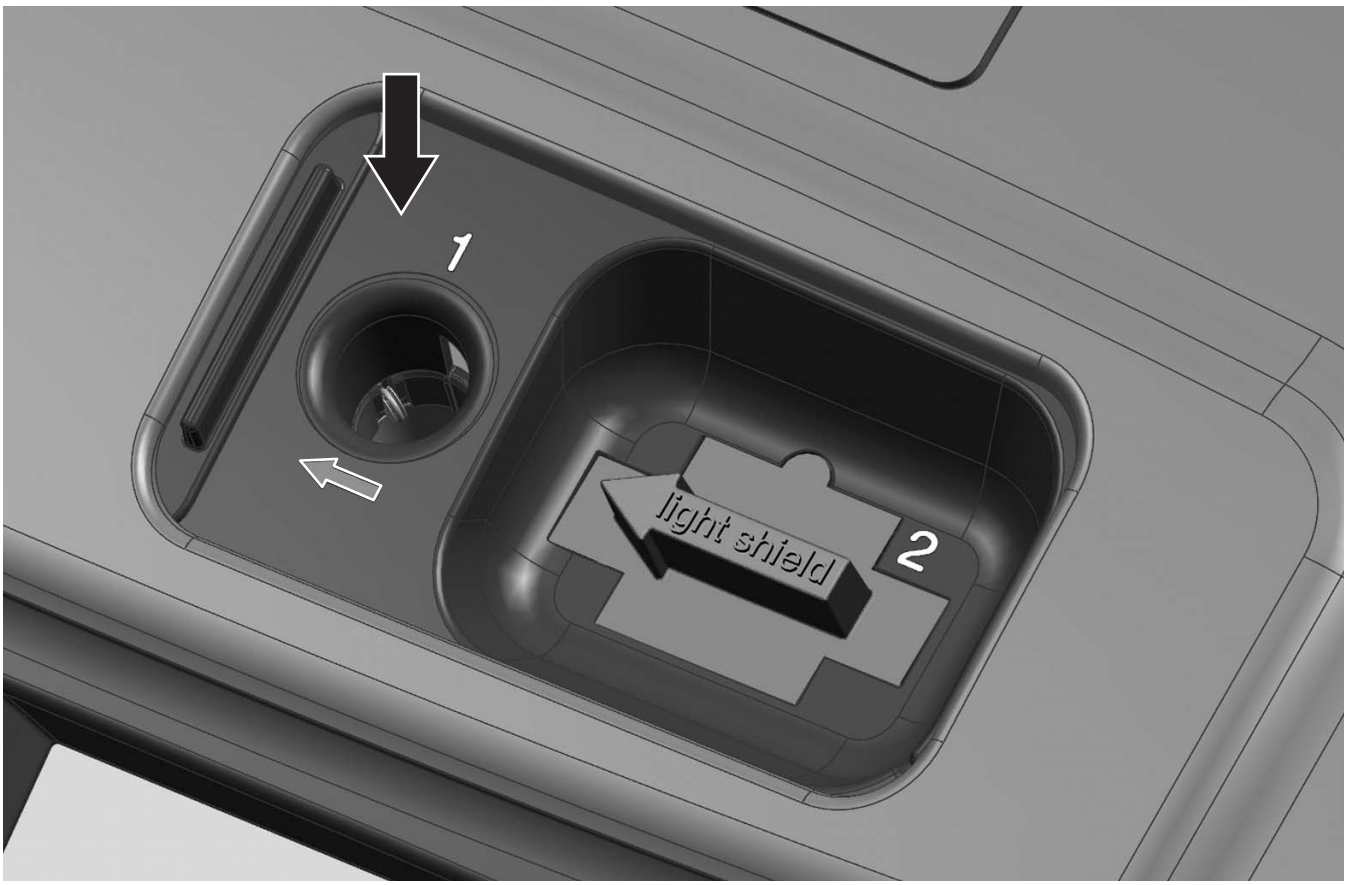

Figure 10 Compartiment pour cuves n° 1 pour cuves/fioles de 13 mm avec codes à barres
- Lorsqu'une cuve/cellule d'échantillon codée est placée dans le compartiment pour cuves n° 1 (Figure 10), le programme de mesure adéquat est activé automatiquement dans le menu principal.